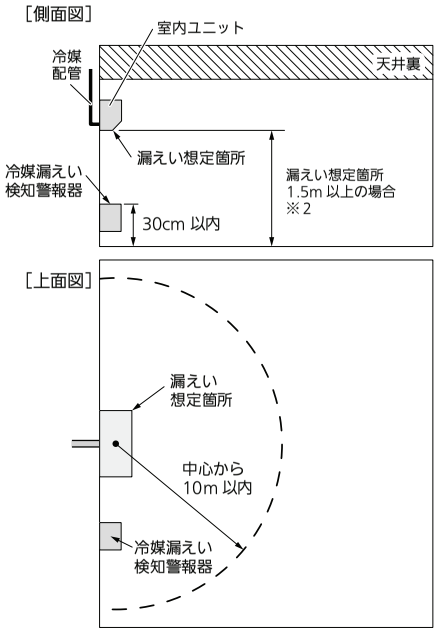

図5
(1)漏えい想定箇所の高さが1.5 m以上の場合(例：図5)